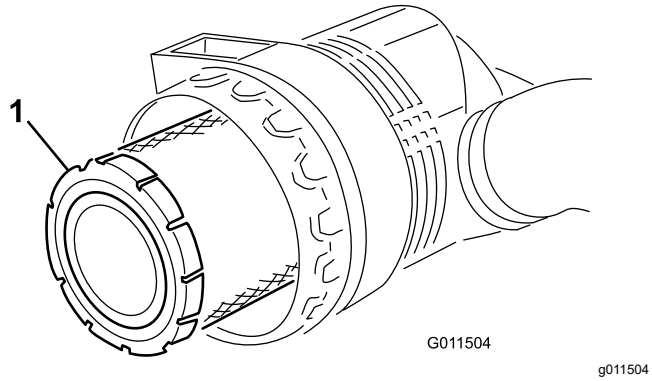

Figur 86
5. Ta ut og skift det primære filteret (Figur 86).